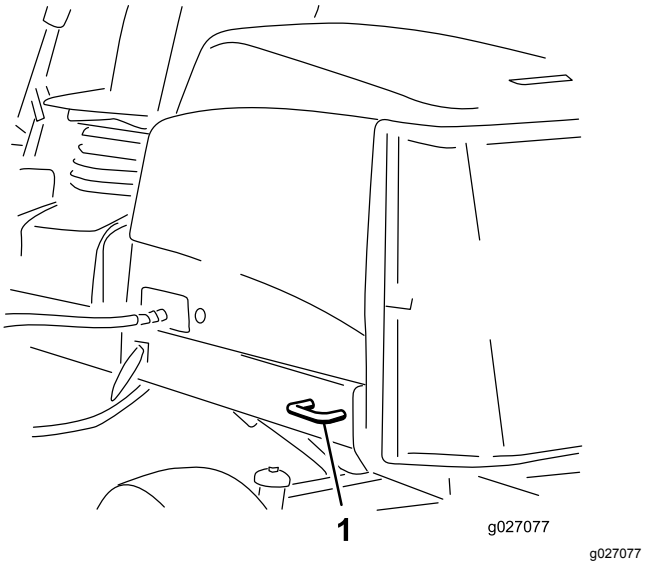

Figur 42
- Bag – på begge sider af maskinen på bagstellet (Figur 42)